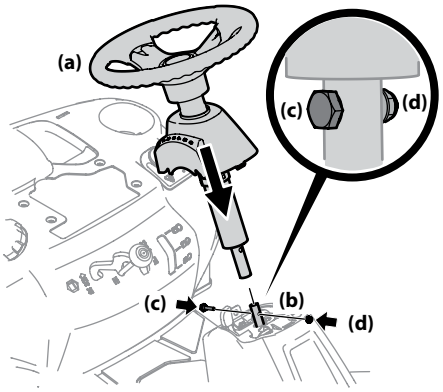

Figura 2-3
6. Baje el conjunto del volante (a) sobre el eje inferior de la dirección (b) y sujételo con el tornillo con reborde (c) y la tuerca de seguridad (d) que extrajo previamente. Consulte la Figura 2-3.